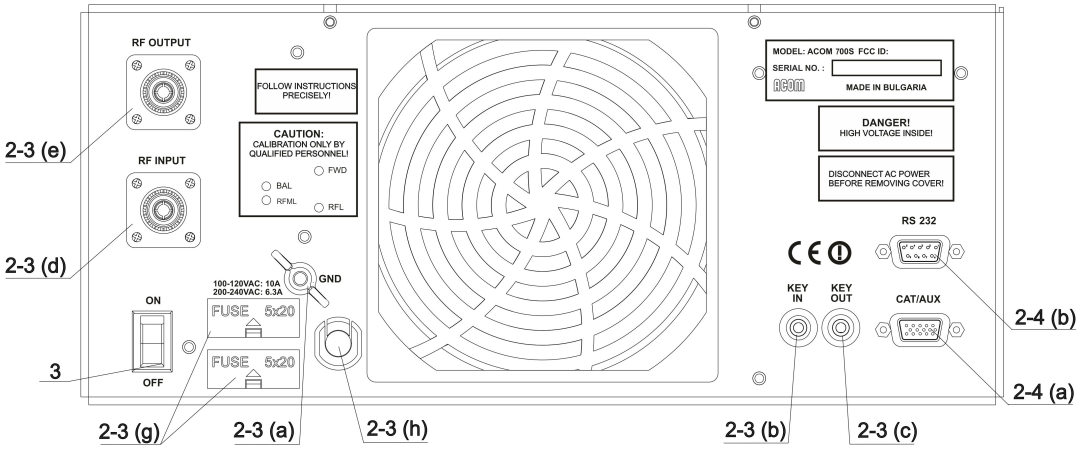

Fig. 2-1 Rear panel connections
The ACOM 700S linear amplifier is a Class I apparatus regarding protection against electric shock, i.e. the third grounding lead of its mains cord (colored yellow with two green stripes) and the grounding stud on the rear panel, marked GND (Fig. 2-1), must be connected to the grounding system of the shack for safe operation.
a) GND stud - First connect the grounding stud of the amplifier (located on the rear panel and marked GND – Fig. 2-1) to the grounding system of the shack.
Run a shielded cable from the output of your transceiver, providing “ground on transmit”, to the KEY-IN input on the amplifier rear panel (RCA PHONO jack – Fig. 2-1). Use a standard RCA PHONO plug for connection to the amplifier.